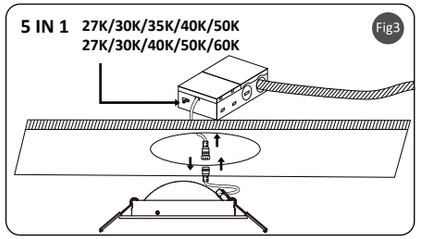

Fig3
3. Insert J-Box through the mounting hole and secure it, connect the fixture power cable to the J-Box. Select lamp color desired with the CCT switch, see Fig3.